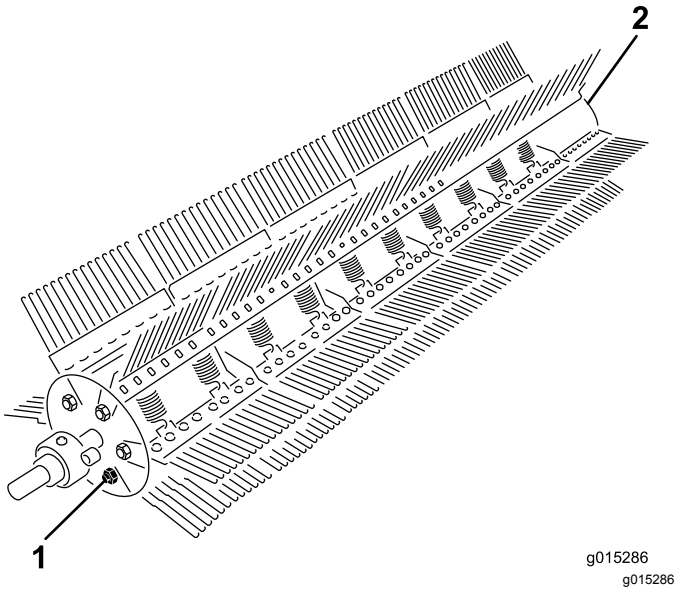

Figur 27
2. Fjern bolten og låsemutteren fra den ene siden av rakestangen (Figur 27).